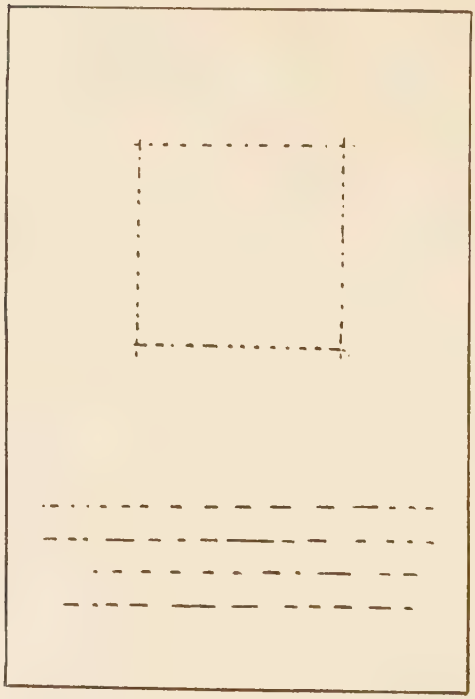

Fig. 80—Layout of Face of Calendar for Lettering and Position of Calendar Pad
18. Draw in your lettering in gold ink, first penciling the letters, afterwards using stub pen or fine pointed brush (Fig. 80). Finally glue off the back of calendar pad, affix it to board in position and press until dry. Your easel type calendar is now complete and if you have followed instructions diligently it is a neat product well worth saving or for use as a gift.